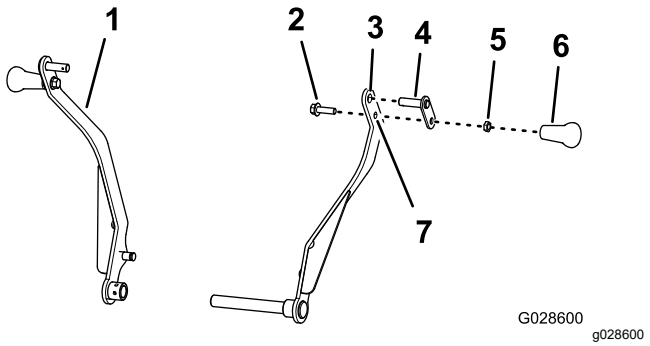

Rysunek 5
1. Zamontuj sworzeń osi obrotu przez górny otwór w ramieniu łoża (Rysunek 5).
3. Włóż śrubę (⅜ x 1¼ cala) przez dolny otwór w ramieniu łoża i element ustalający sworznia osi obrotu (Rysunek 5), i przykręć przeciwnakrętką (⅜ cala), a następnie dokręć przeciwnakrętkę momentem od 15 do 17 Nm.
4. Nakręć uchwyt na śrubę (⅜ x 1¼ cala) i dokręć uchwyt do przeciwnakrętki, a następnie dokręć uchwyt ręcznie (Rysunek 5).
5. Powtórz kroki od 1 do 4 na drugim ramieniu łoża (Rysunek 5).